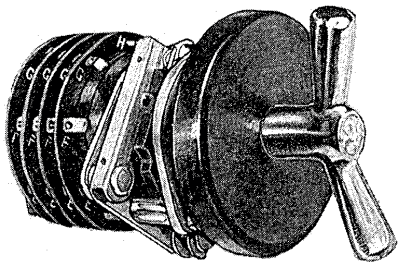
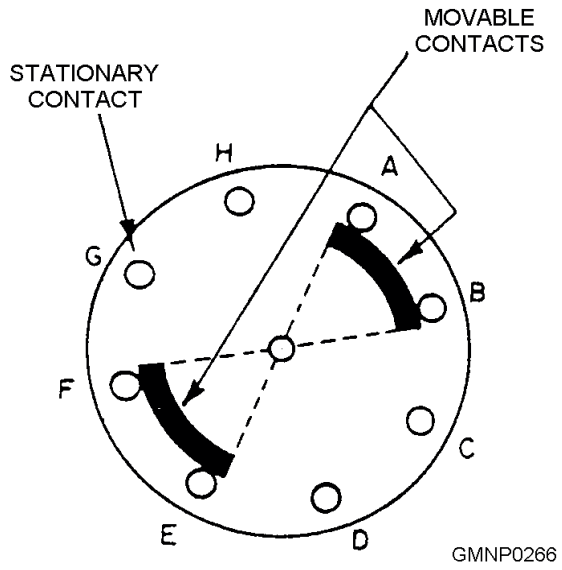

**Figure 5-3.—The J multipole rotary switch.**
**Figure 5-4.—The J switch contact arrangement.**
**ROTARY SWITCHES**.—A rotary switch can take the place of several switches. As the knob or handle of a rotary switch is rotated, it opens one circuit and closes another. This can be seen from an examination of figure 5-3. Most rotary switches have numerous layers called wafers or pancake sections. By adding wafers, the switch can be made to operate as a large number of switches. Rotary switches are used in gun mount equipment to select modes of operation and for many other functions.
**J Rotary Switch**.—The J rotary switch (fig. 5-3) consists of an equal number of rotors and pancake sections. The number of sections required in the switch is determined by the application. A shaft with an operating handle extends through the center of the rotors. The movable contacts are mounted on the rotors, and the stationary contacts are mounted on the pancake sections. Each section consists of eight stationary contacts, designated A through H, and a rotor with two insulated movable contacts spaced 180 degrees apart. Figure 5-4 shows the contact array for all pancake sections. Each movable contact is arranged to bridge two adjacent stationary contacts. The switch has eight positions. A detente mechanism properly aligns the contacts in each position of the operating handle. In one position, the rotor contacts bridge segments A-B and E-F; in the next position, the rotor contacts bridge segments B-C and F-G. Diagonally opposite pairs of contacts are subsequently bridged for the remaining positions. The various circuit leads are connected to the proper pancake terminals. To transfer circuits, you just turn the handle.